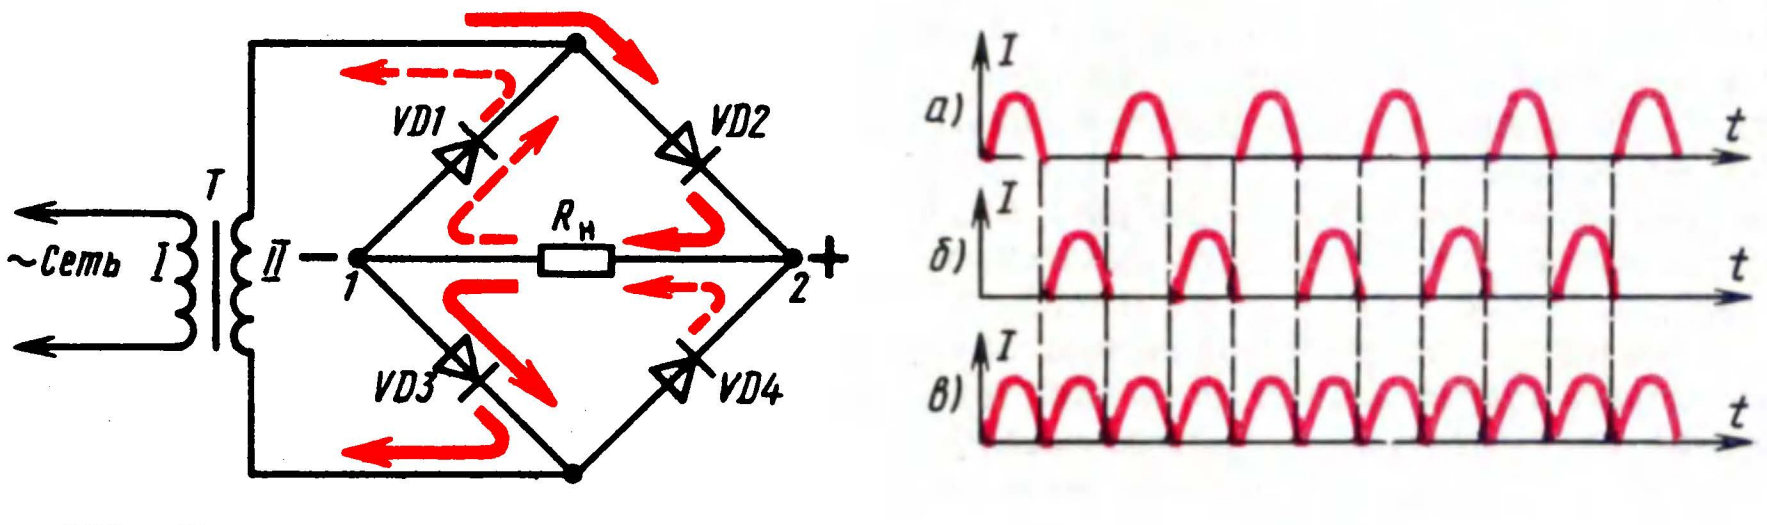
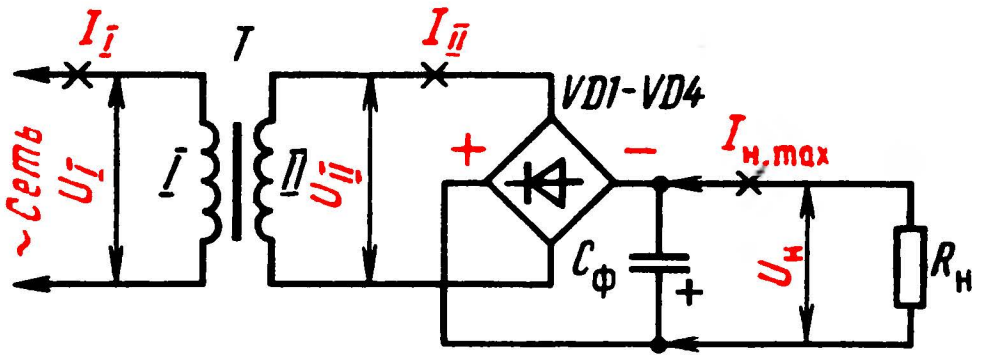

Рис. 173. Двухполупериодный выпрямитель с сетевым трансформатором
Рис. 174. Схема сетевого блока питания
Оба этих недостатка устранены в двухполупериодном выпрямителе с трансформатором, схему которого ты видишь на рис. 173. Здесь выпрямляется не напряжение электросети, а напряжение вторичной (II) обмотки трансформатора T, называемого сетевым. Поскольку эта обмотка изолирована от первичной сетевой обмотки I, радиоконструкция не имеет контакта с сетью и к ней можно подключать заземление.
казанной на рис. 174. Схема его выпрямительного моста аналогична схеме моста выпрямителя по схеме рис. 173. Только там иная полярность диодов и включены они непосредственно в плечи выпрямительного моста, а здесь они заменены изображением диода внутри квадрата, символизирующим выпрямительный мост. Если захочешь проследить весь путь тока, выпрямленного диодами VD1 — VD4, впиши их в стороны квадрата.
Допустим, ты имеешь магнитопровод из пластин Ш-20, толщина набора 25 мм. Значит, площадь сечения магнитопровода равна $2 \times 2{,}5 = 5$ см². Напряжение сети 220 В (по рис. 174 — U_I), вторичная обмотка должна давать переменное напряжение U_{II}, равное, например, 10 В. Узнаем число витков, которое для данного магнитопровода должно приходиться на 1 В напряжения: $w = 50/S = 10$ витков.
нием 220 В через плавкий предохранитель FU1 и выключатель SA1. Обмотка II трансформатора и диоды VD1 — VD4, включенные по мостовой схеме, образуют двухполупериодный выпрямитель. Эта часть блока тебе уже знакома по предыдущей части беседы (см. рис. 174).